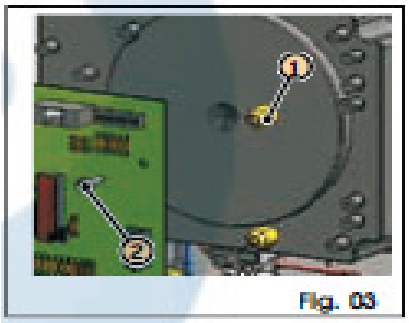

Fig. 03
1. Aşezați distanțierele din dotare (Fig. 03 ref.1) pe coloanele identificate cu următoarele litere: B-C-I-M-Q-F.
2. Fixați placa utilizând şuruburile din dotare (Fig. 03 ref. 2).